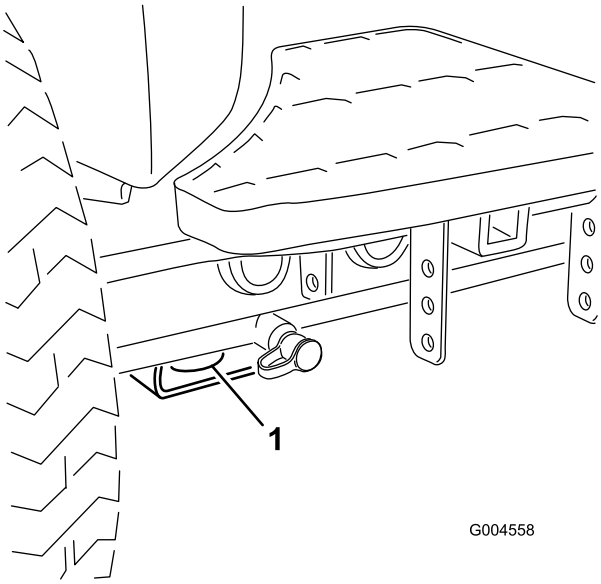
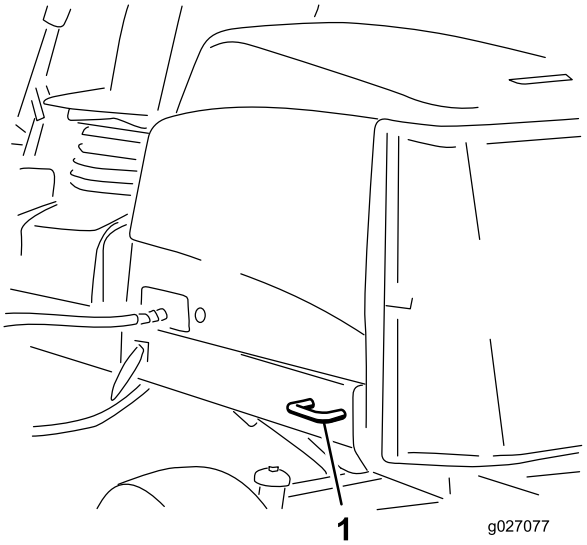

Figur 37
Figur 38
- For – hullet i den rektangulære plade, under akselrøret, indvendigt i forhold til hvert fordæk (Figur 37).
- Bag – på begge sider af maskinen på bagstellet (Figur 38).
5. Brug metalbindepunkterne på maskinen til at fastgøre maskinen til anhængeren eller lastbilen med stropper, kæder, kabler eller reb (Figur 37 and Figur 38).
- For – hullet i den rektangulære plade, under akselrøret, indvendigt i forhold til hvert fordæk (Figur 37)
- Bag – på begge sider af maskinen på bagstellet (Figur 38)